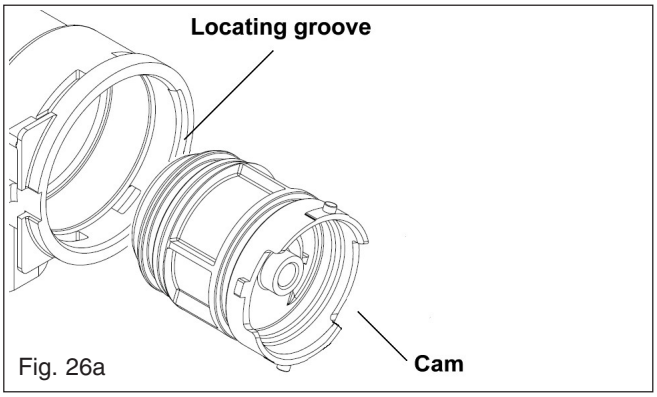

Fig. 26a
Remove the valve actuator as described in 6.22. Remove the cartridge locking pin (C) and - using a suitable pair of pliers - withdraw the cartridge assembly. The cartridge assembly is a non-serviceable item and therefore needs to be replaced if it's suspected as being damaged or worn. Replace in the reverse order ensuring that the seating cam inserts into the locating groove correctly (see fig. 26a). Ensure all seals are in good condition, taking care to ensure they are replaced correctly.